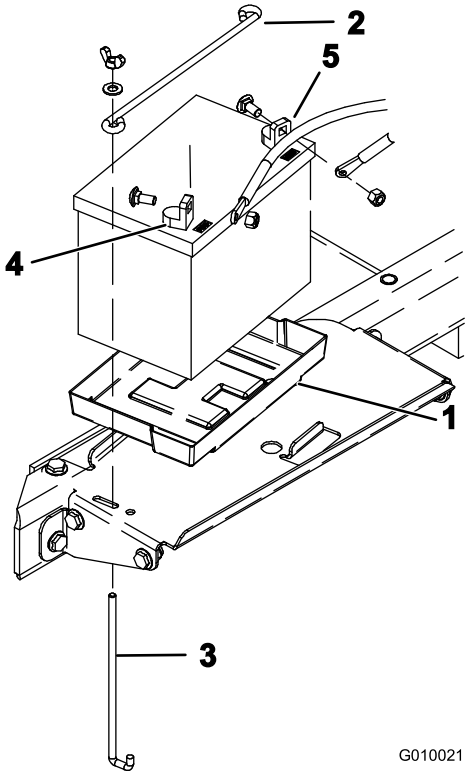

**Figuur 6**
8. Plaats de accu in de bak in de accubehuizing (Figuur 6). Zorg ervoor dat de accupolen naar buiten zijn gericht.
9. Bevestig de accu aan de basis van de behuizing met een steunstang, 2 houderstangen, 2 platte ringen en 2 vleugelmoeren (Figuur 6).
10. Bevestig eerst de pluskabel (rood) aan de pluspool (+) van de accu met een slotbout en een moer (Figuur 6) en vervolgens de minkabel (zwart) aan de minpool (–) van de accu eveneens met een slotbout en een moer (Figuur 6). Schuif het rubberen stofkapje over de pluspool om eventuele kortsluiting te voorkomen.